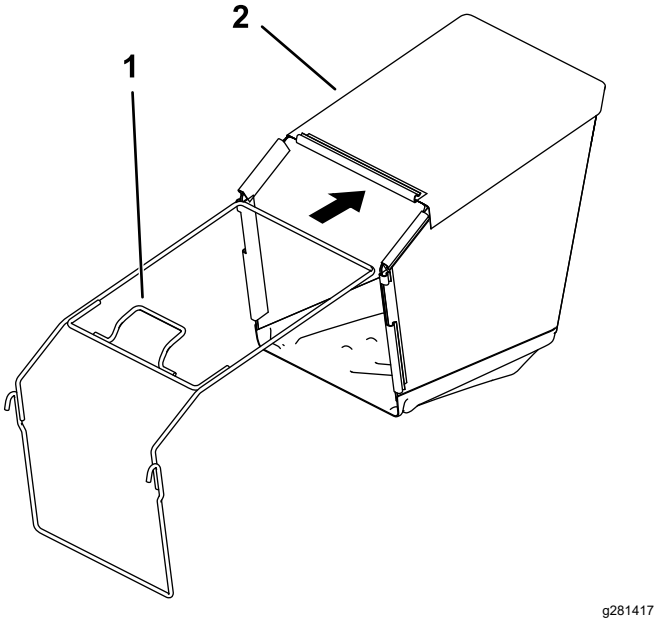

**Rysunek 6**
2. Włóż ramę do worka na trawę tak, aby uchwyt był na zewnątrz worka (Rysunek 6).